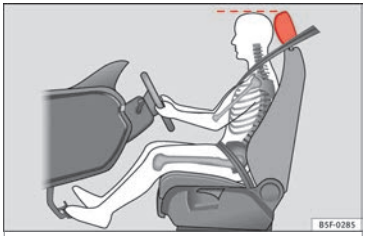

Rys. 93 Prawidłowe ustawienie zagłówka kierowcy.
– Ustawić zagłówek w pozycji, w której jego górna krawędź znajduje się na poziomie czubka głowy kierowcy lub możliwie najbardziej do niego zbliżonym ››› **rys. 93**.